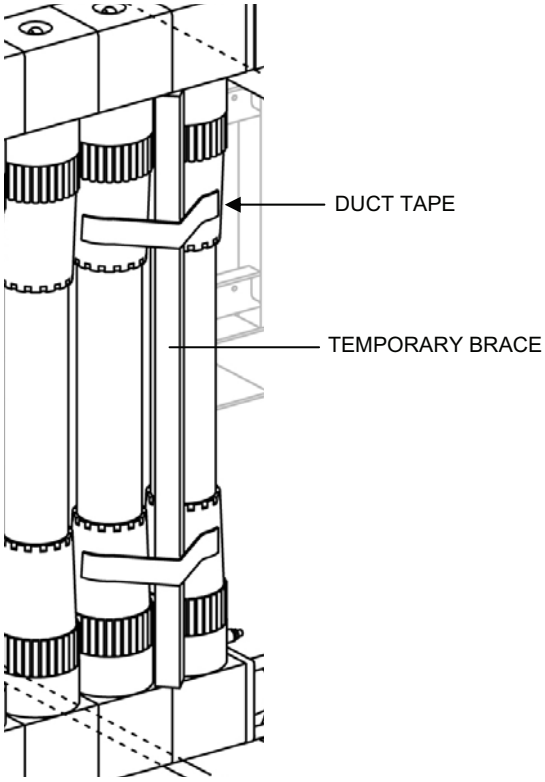

Figure 5. Temporary Bracing for MF Assembly Removal.
a. Insert a brace, such as a 2x4 length of wood or metal, between the upper and lower MF assembly headers at both ends of the assembly and secure with duct tape, rope, or some other temporary means of keeping the brace in place (see Figure 5).